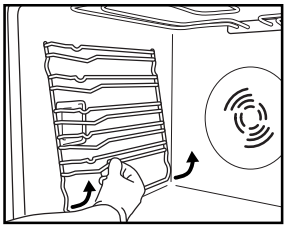

Fig. 3
1. Fjern ovnribberne i siderne (fig. 3).
2. Fjern ovnribberne i siderne (afhængigt af model) (fig. 3).